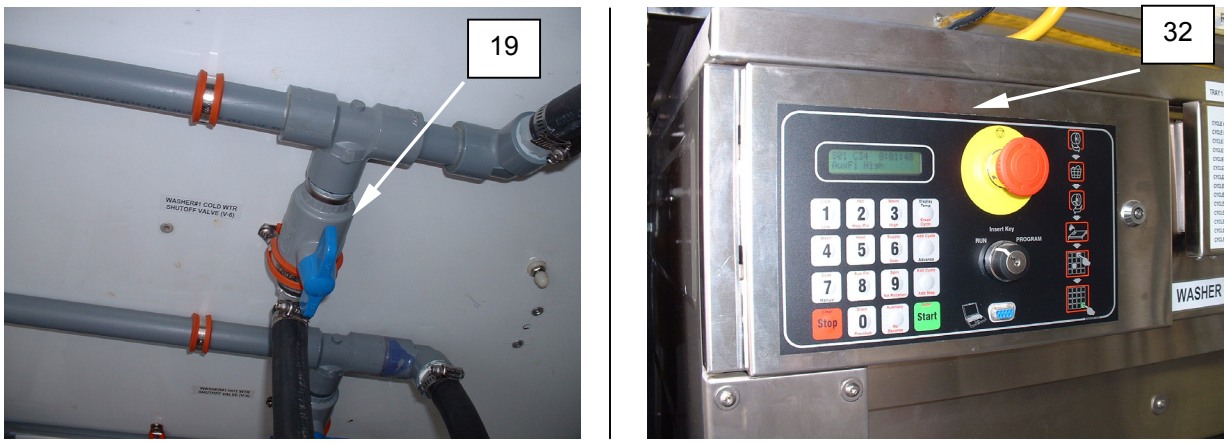

Figure 15. Purge Washer No. 1.
1. Open the washer No.1 cold water inlet valve V-6 **(Figure 15, Item 19)**.
2. Run cycle 34 on washer No.1 **(Figure 15, Item 32)** to evacuate water from the washer supply and detergent lines.